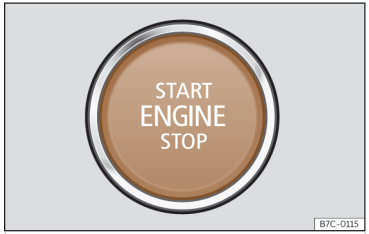

Abb. 111 Starterknopf.
Wenn das Fahrzeug entriegelt wird, blinkt der Starterknopf ››› **(Abb. 111)**, um auf ihn aufmerksam zu machen.
- Starterknopf drücken ››› (Abb. 111) ohne Gas zu geben. Zum Anlassen des Motors muss sich ein gültiger Fahrzeugschlüssel im Fahrzeug befinden. Nach dem Anlassen des Motors leuchtet der Taster START ENGINE STOP dauerhaft und zeigt so an, dass der Motor angelassen ist[1].
- Starterknopf kurz drücken >>> **(Abb. 111)**.